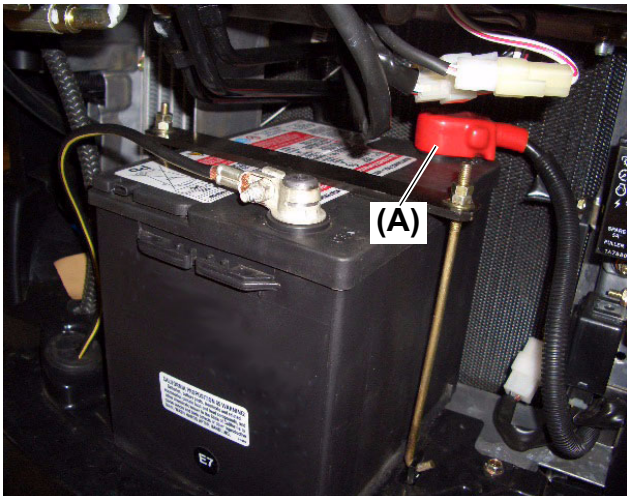

Fig. 3
8. Remove the positive (+) terminal **(Fig. 3, (A))** in the red cover positioned in the back and then remove the battery.